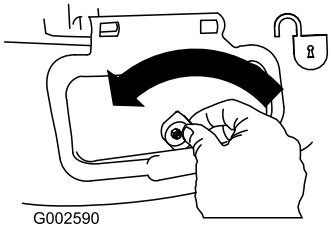

Figuur 31
1. Ontgrendel het deurtje van de zijafvoer (Figuur 31).